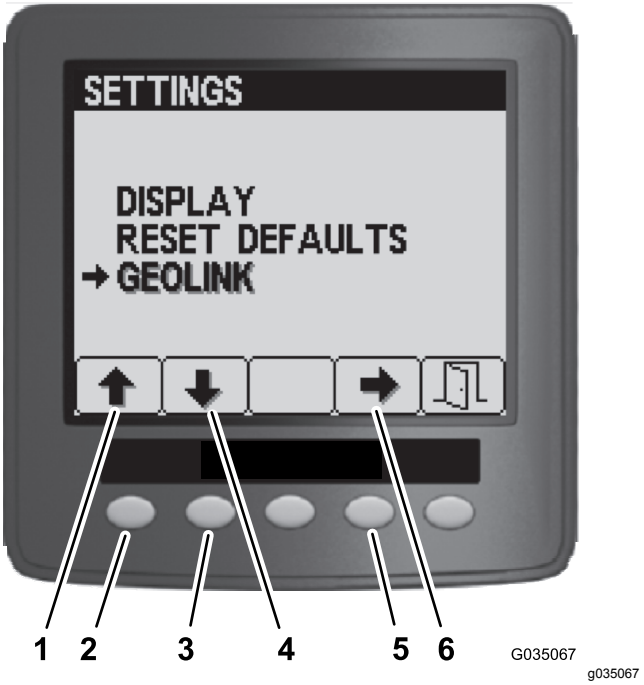

Рисунок 101
4. В меню Settings (Настройки) с помощью кнопок 1 или 2 перейдите к пункту GeoLink, затем нажмите кнопку 4, чтобы выбрать меню GeoLink (Рисунок 101).